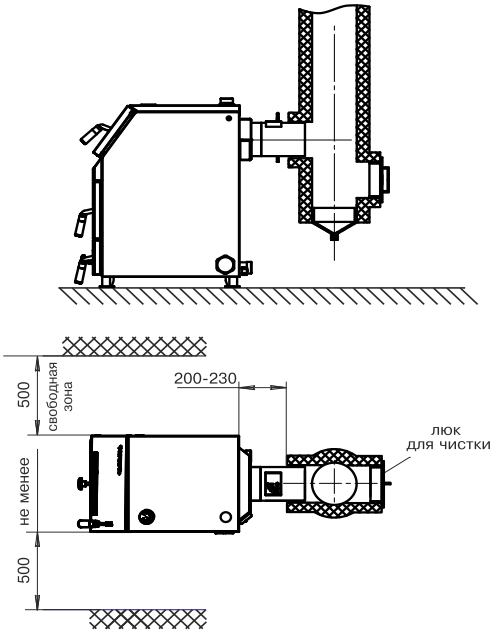

Рис.5 Схема установки котла
6.1.2. Перед установкой котла на сгораемые конструкции здания под котлом и перед его фронтом на 500мм необходима прокладка стальных листов толщиной 0,6 - 1,0 мм по асбестовому или базальтовому картону, толщиной 3-5мм. Схема установки котла показана на рис. 5.